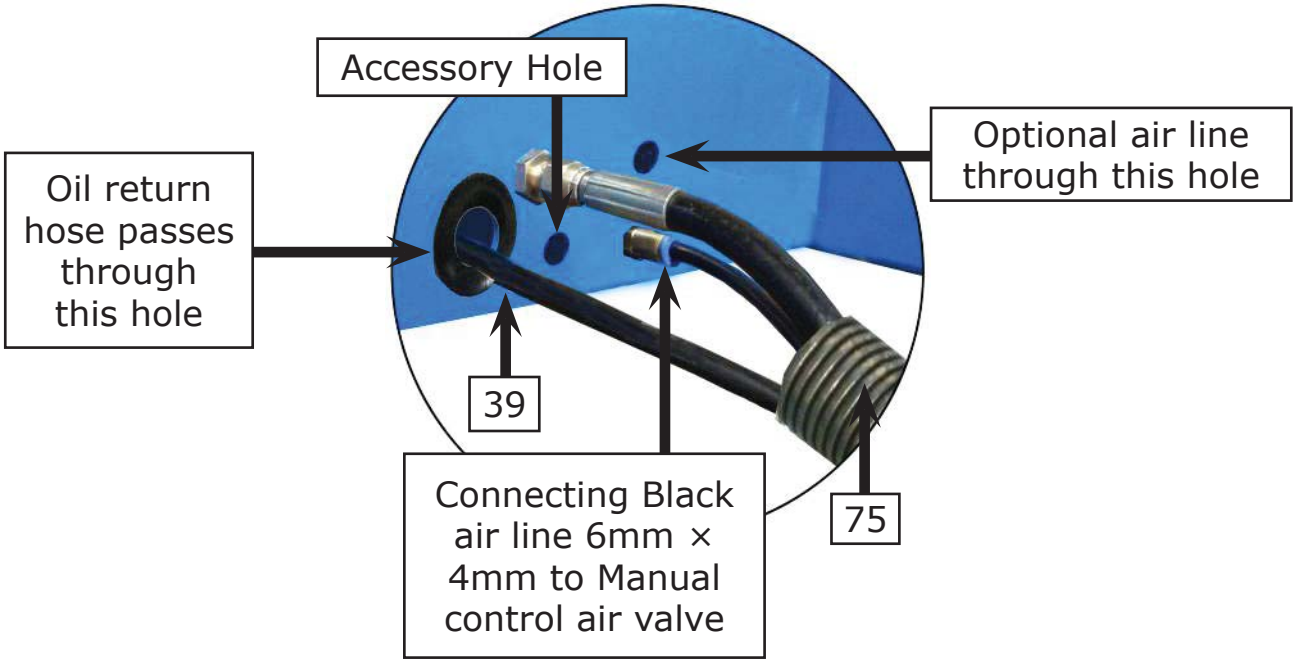

Fig. 27
3. Connect the oil hoses and air lines **(See Fig. 27)**.